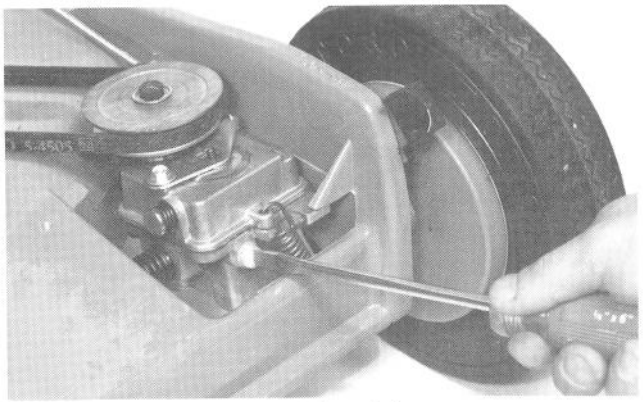

Afbeelding 31
2. Plaats de maaier op een gelijke oppervlakte. Verwijder de plastic stop van de versnellingsbak (Afb. 31). De versnellingsolie vloeit uit het gat van de versnellingsbak als hij tot de juiste stand is gevuld. Als er geen versnellingsolie wordt gezien, vul dan olie bij.